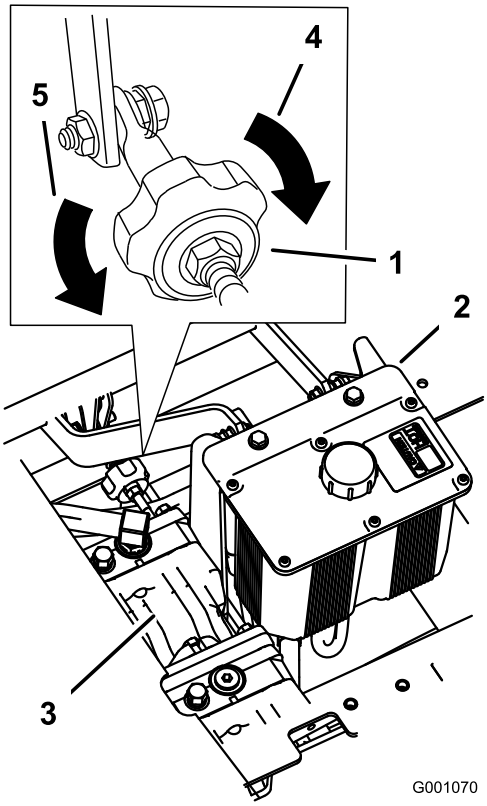

Figur 78
2. Juster pumpestangens længde ved at dreje knappen i den rigtige retning, indtil hjulet står stille eller kryber en smule i bakgear (Figur 78).